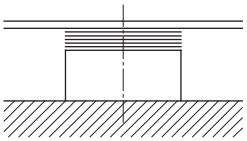
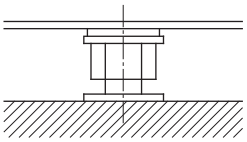

Fig. 6: Компенсационные шайбы на поверхности фундамента
Fig. 7: Нивелирные винты на поверхности фундамента
- На каждое отверстие в поверхности фундамента уложить компенсационные шайбы толщиной 20 – 25 мм (см. Fig. 6). В качестве альтернативы допускается использование нивелирных винтов (см. Fig. 7).